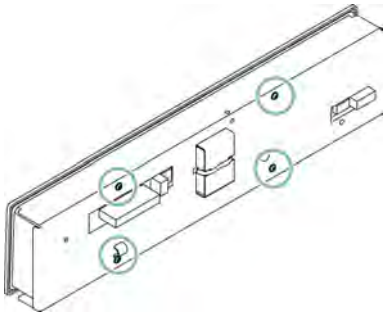

Fig. 42: Loosening screws on the control panel
3. Loosen the 4 internal hexalobular screws (T15) on the housing cover (*Fig. 42*) and remove.
3. Insert 4 internal hexalobular screws (T15) and firmly tighten (*Fig. 42*).